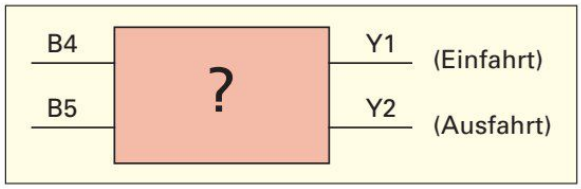
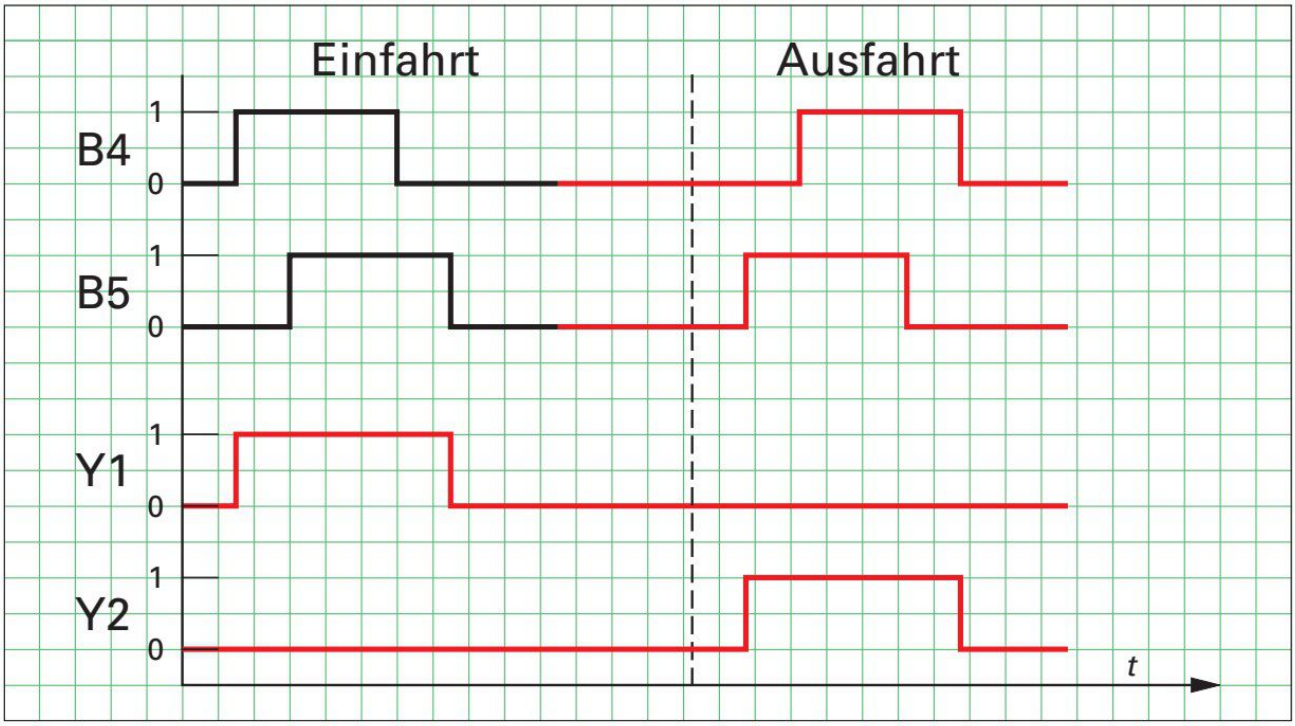

Bild 2: Funktionsplan
Bild 3: Impulsdiagramm für die Ein- und Ausfahrt
1. Ergänzen Sie den **Funktionsplan (Bild, Seite 117)** zur Fahrtrichtungserkennung entsprechend **Bild 2**. Der Ausgang Y1 soll schalten, wenn ein Fahrzeug in das Firmengelände einfährt und der Ausgang Y2 soll schalten, wenn ein Fahrzeug ausfährt. Vervollständigen Sie zuerst das **Impulsdiagramm (Bild 3)** für B4, B5, Y1 und Y2 für die Ein- und Ausfahrt!